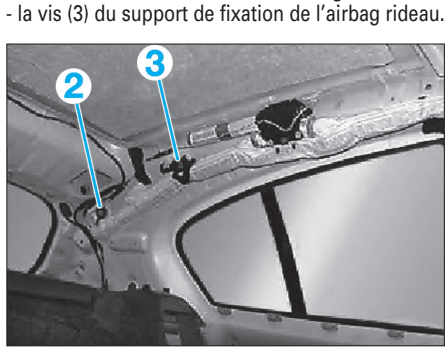

Fig. 23
- la vis (2) de la ferrure d'extrémité **(Fig.23)**,
- la vis (3) du support de fixation de l'airbag rideau.